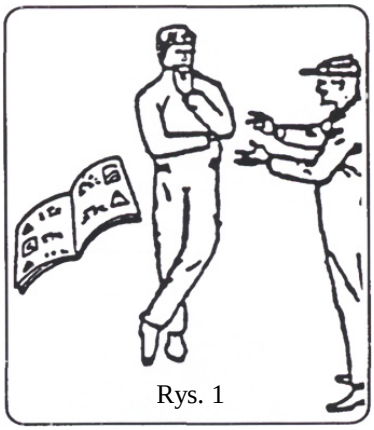

Rys. 1
– przed rozpoczęciem jakichkolwiek czynności obsługowo-naprawczych należy wyłączyć napęd, silnik ciągnika, wyjąć kluczyk ze stacyjki i zaczekać, aż wszystkie elementy ruchome maszyny zatrzymają się – Rys. 1.